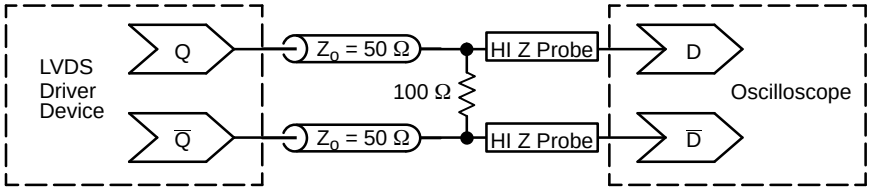

Figure 17. Typical LVDS Termination for Output Driver and Device Evaluation
5. LVDS outputs require 100 Ω receiver termination resistor between differential pair. See Figure 17.
12. Measured by forcing $V_{INPPmin}$ with 50% duty cycle clock source and V_{CC} − 1400 mV offset. All loading with an external R_L = 100 Ω. Input edge rates 150 ps (20%−80%). See Figure 17.